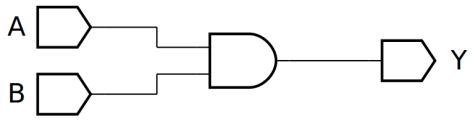
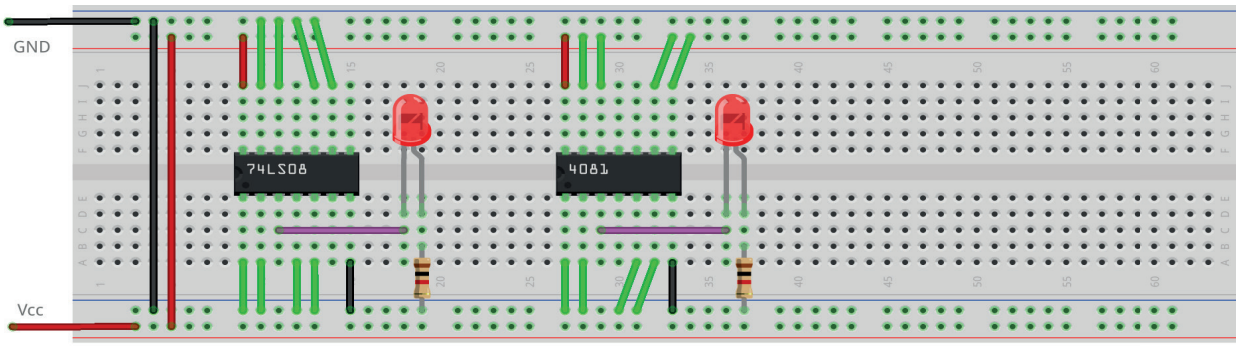

Figura 4.4 – Diagrama esquemático.
Figura 4.6 – Placa de montagem com componentes.
1. Monte o circuito da figura 4.4, conforme mostrado na figura 4.6, na placa de montagem.
9. Simule o circuito da figura 4.4 em um software de simulação para computador (SmartSim, Atanua ou Qucs) e compare com a tabela 4.2.